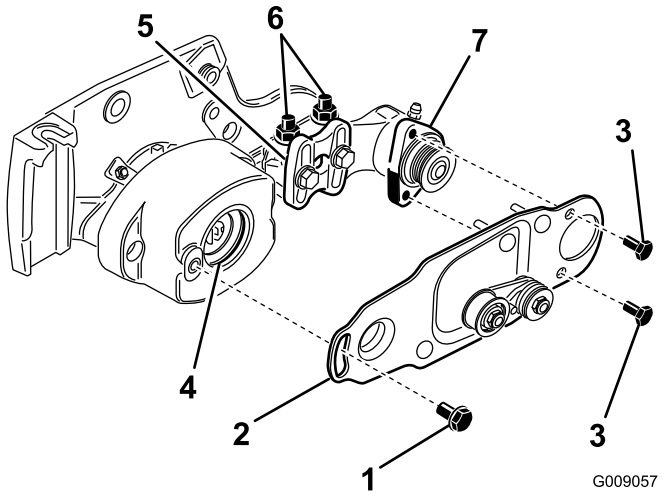

Рисунок 11
10. Нанесите слой консистентной смазки по внутреннему диаметру втулки в корпусе подшипника (Рисунок 11).
11. Ослабьте, но не выворачивайте полностью, болты крепления корпуса подшипника щетки катка к монтажному кронштейну щетки катка (Рисунок 11).
12. Установите поворотную пластину щетки катка (Рисунок 11).
13. Нанесите состав Loctite 242 (синий) на 2 болта (5/16 x 5/8 дюйма) и используйте эти болты для установки пластины щетки на корпус подшипника щетки катка (Рисунок 11).
- Ослабьте 2 фланцевые контргайки, крепящие монтажный кронштейн щетки катка к боковой пластине режущего блока (Рисунок 11).
- Поверните корпус подшипника щетки катка так, чтобы пластина щетки была параллельна боковой пластине режущего блока (Рисунок 11).
- Затяните 2 фланцевые контргайки, крепящие монтажный кронштейн щетки катка к боковой пластине режущего блока (Рисунок 11).
18. Нанесите на болт с буртиком состав Loctite 242 (синий) (Рисунок 11). Прикрепите пластину щетки к корпусу щетки катка с помощью болта с буртиком. (Рисунок 11).